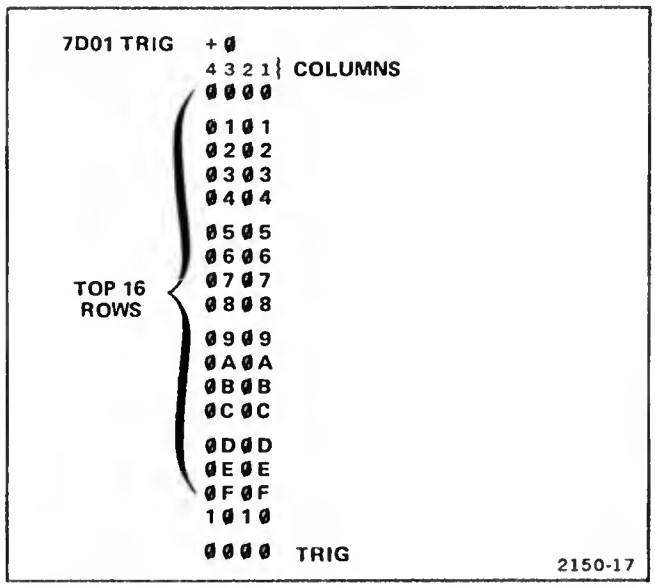

Figure 5-3. Hexadecimal State Table display.
d. Check that the top 16 rows of columns 1 and 3 display 0 through F (see Fig. 5-3).